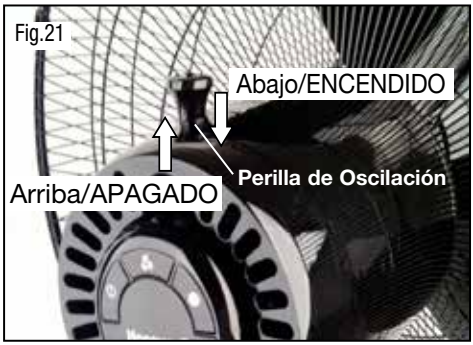

Fig.21
- Para DETENER la oscilación de ventilador, jale hacia ARRIBA la Perilla de Oscilación. (Fig. 21).